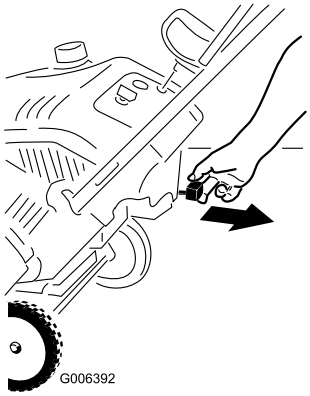

Figur 14
2. Træk chokeren ud (Figur 14).